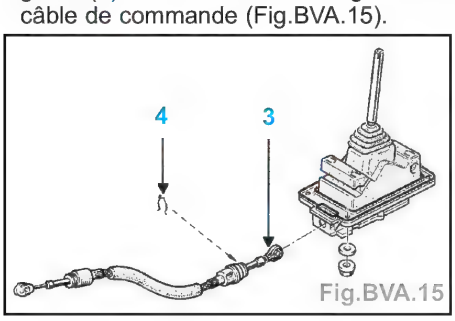

Fig.BVA.15
- Extraire le levier tout en déposant l'agrafe (4) de maintien de la gaine du câble de commande (Fig.BVA.15).